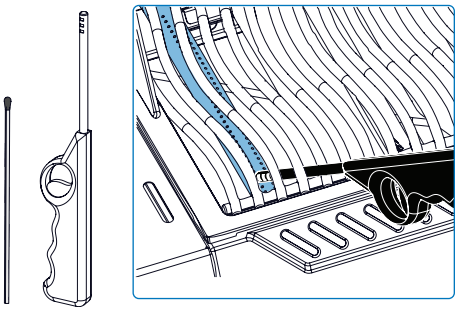

Fig. 8
3. Gire la perilla del quemador correspondiente en sentido antihorario hasta la posición ALTA hasta que se encienda. **(Fig. 8).**